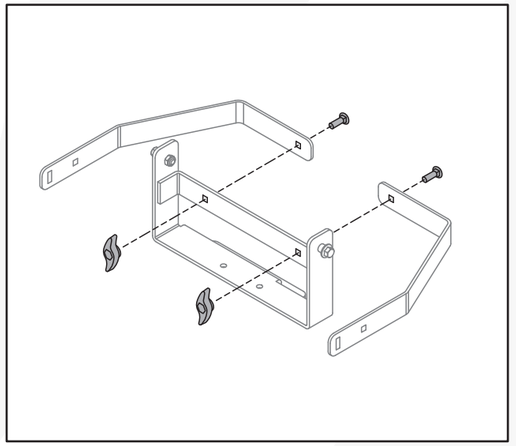

Fig. 1
1.Assemble the lower grass catcher bracket with two bolts (M8 x 25) and two wing knobs. (Fig. 1)